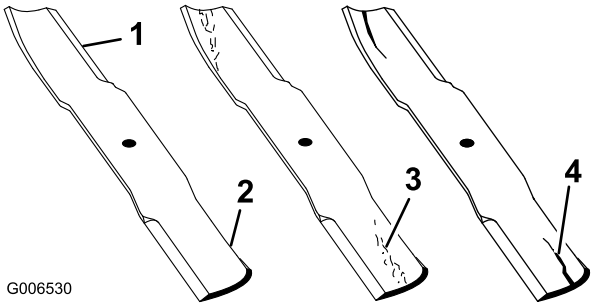

Figuur 76
1. Controleer de snijranden (Figuur 76).
4. Als u scheuren, slijtage of groefvorming in dit deel constateert, moet u direct een nieuw mes monteren (Figuur 76).